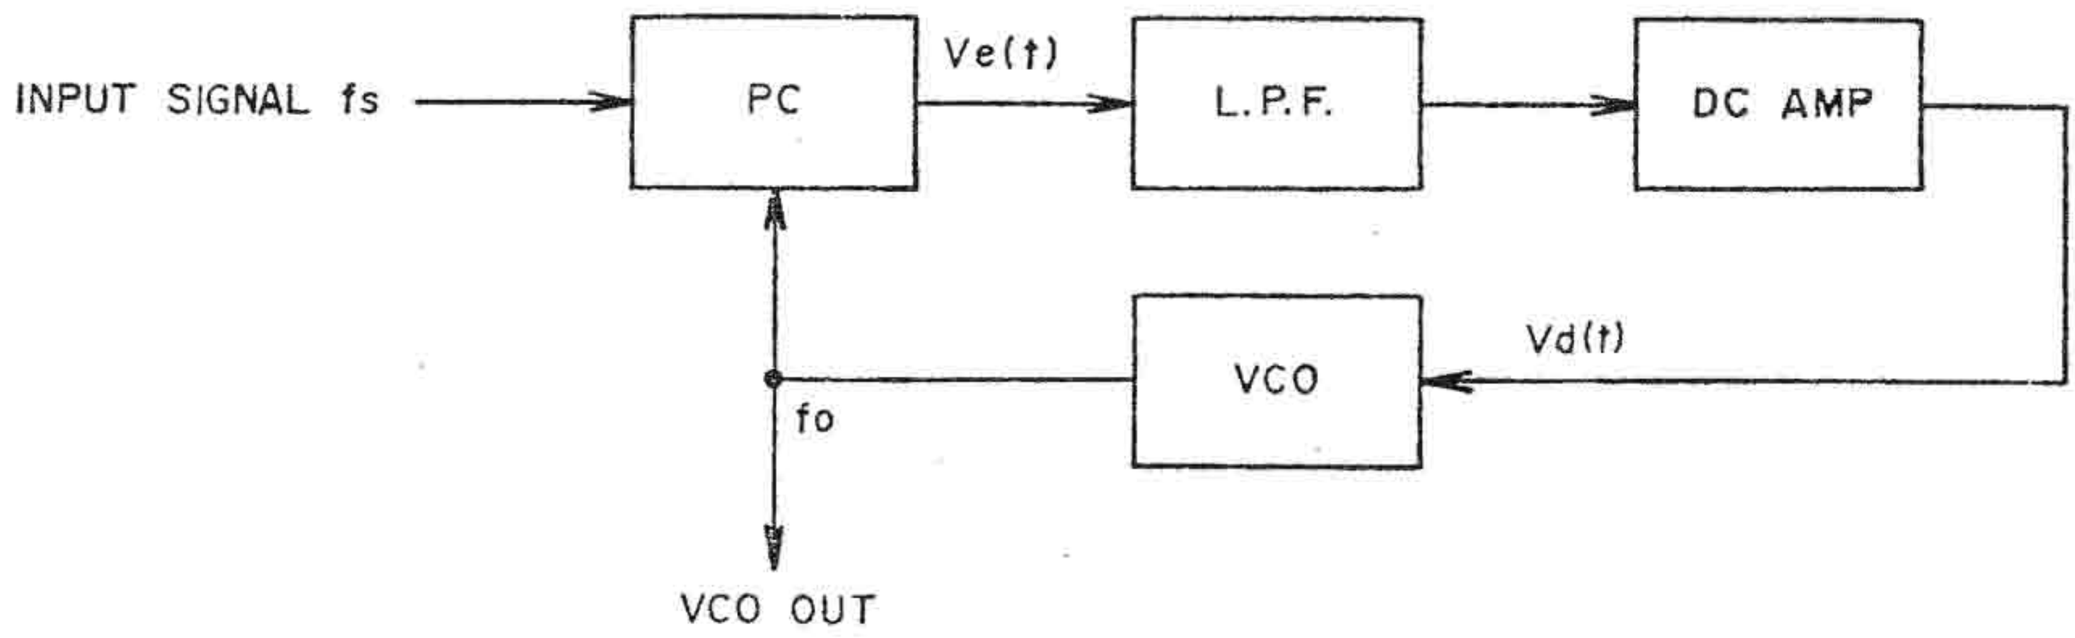
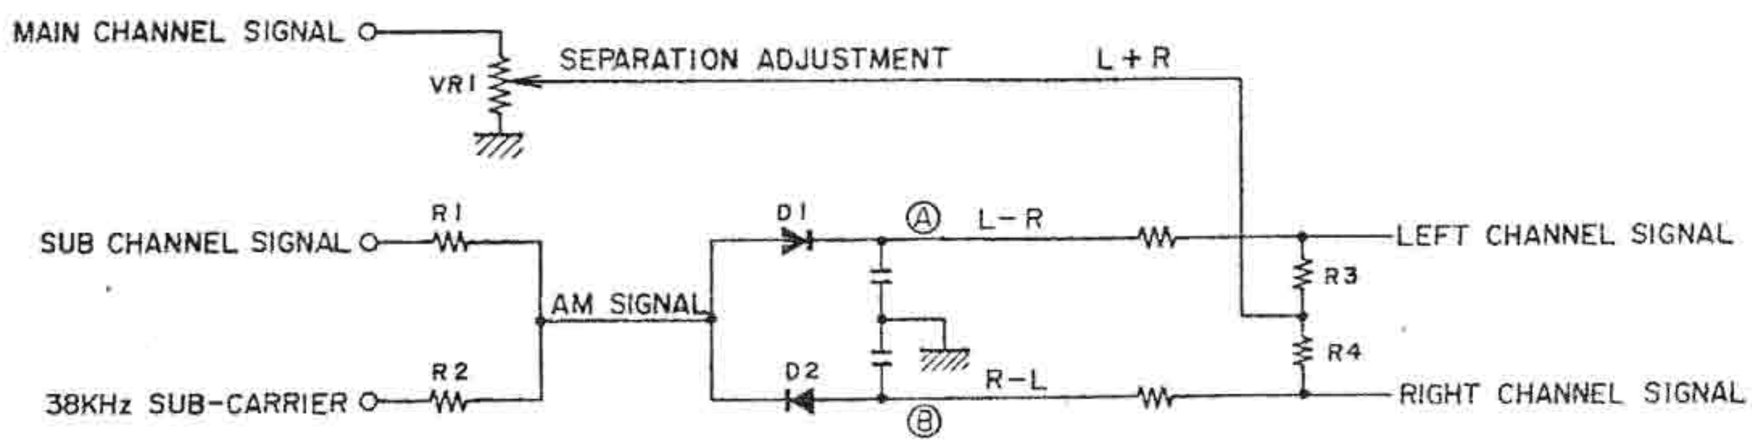

Fig. 13 PLL Circuit
Fig. 16 Multiplex Decoder
PLL circuit is a king of feedback circuit and is comprised of a Phase Comparator (PC), a Low Pass Filter (LPF), a Direct Current Amplifier (DC Amp), and a Voltage Control Oscillator (VCO) as shown in Fig. 13.
Accordingly, for composite stereo signal demodulation, the sub carrier used for demodulation at the transmitter must be the same uniform 38 kHz signal as the frequency and phase. If the 38 kHz waveform is asymmetrical, channel separation will become poor. At the PLL employed MPX stereo demodulator circuit, as shown in Fig. 13 first a 76 kHz signal is oscillated and when this passes the divider, a symmetrical 38 kHz signal is obtained. This 38 kHz sub carrier is supplied to the multiplex decoder together with the sub channel of the composite stereo signal. At the multiplex decoder, left and right channel audio signals are separated in order as shown in Fig. 16.